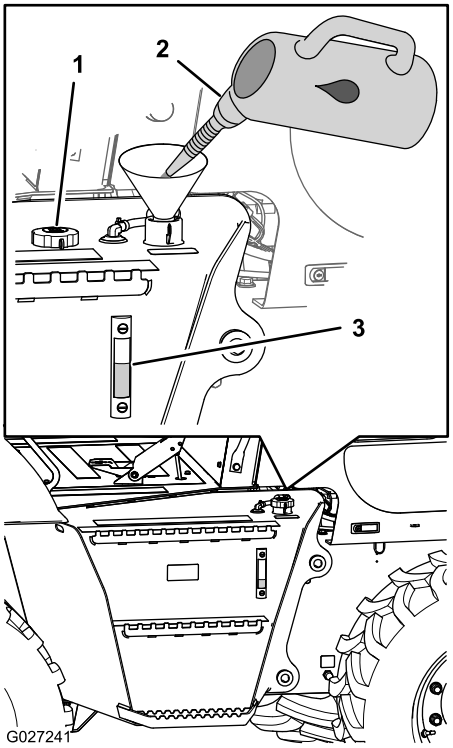

Figura 27
3. Controllate il livello del fluido idraulico dal vetro spia che si trova a lato del serbatoio idraulico (Figura 27).
4. Se il livello del fluido idraulico non è visibile dal vetro spia, togliete il tappo di riempimento (Figura 27), aggiungete il fluido idraulico specificato fino a quando il livello del fluido non arriva a metà del vetro spia e montate il tappo di riempimento.